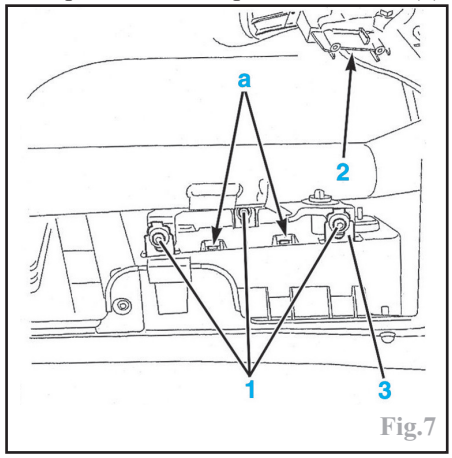

Fig.7
-les vis de fixation (1) du module (Fig.7).